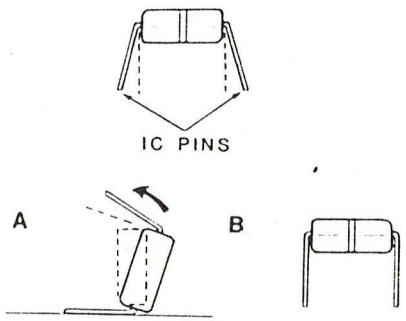

Figure 5-4. Aligning IC Pins
1. Lay the IC down on its side and carefully roll the IC so that the pins are bent into line, as shown in Figure 5-4.